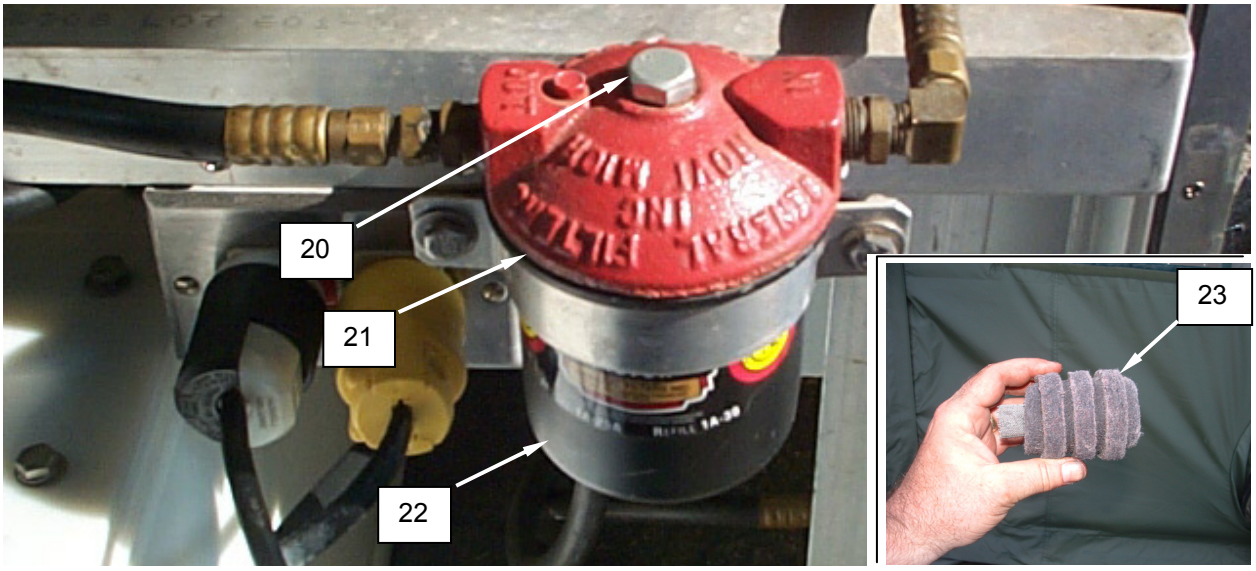

Figure 12. Replace the Fuel Filter.
2. Remove bolt **(Figure 12, Item 20)** retaining filter housing **(Figure 12, Item 21)** to filter canister **(Figure 12, Item 22)**, and lift filter housing off of canister.
3. Remove and discard fuel filter **(Figure 12, Item 23)** from filter canister **(Figure 12, Item 22)**. Install replacement filter into filter canister.
4. Ensure gasket is in place, and install filter housing **(Figure 12, Item 21)** onto filter canister **(Figure 12, Item 22)**.
5. Retain with bolt **(Figure 12, Item 20)**, and tighten.
6. Wipe any residual fuel from filter housing **(Figure 12, Item 21)** and filter canister **(Figure 12, Item 22)**.